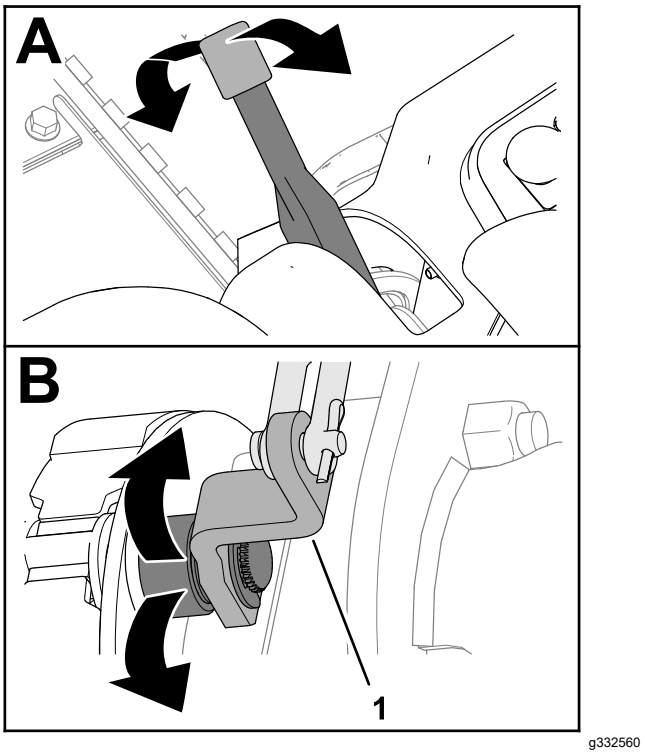

Figur 70
2. Flyt parkeringsbremsehåndtaget op og ned for at kontrollere, at bremseknastgrebet bevæger sig frit (Figur 70).